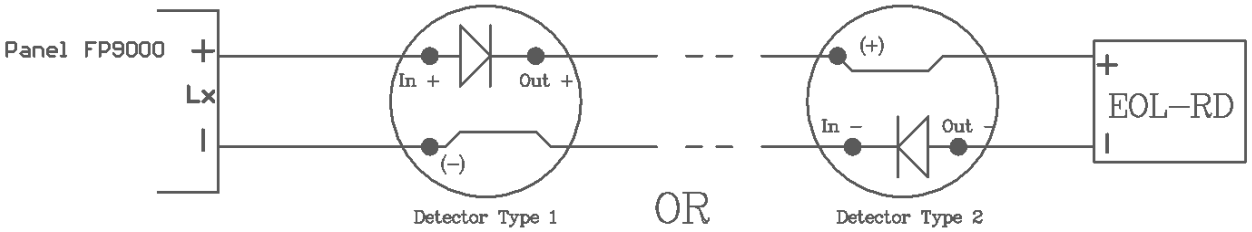

Fig.2
- O básico para montar díodo para fornecer fluxo atual de contactos de disparo do alarme de incêndio detetor. (Fig.2). Se o díodo não for especificado pelo fabricante do detetor de alarme de incêndio, recomendamos a utilização de um díodo Schottky 1N5819 ou equivalente.